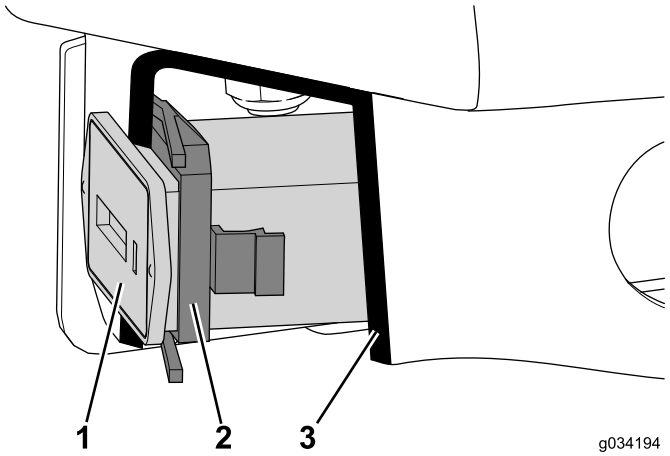

Figur 26
1. Tryck in timmätaren i hålet tills den sitter ordentligt i hållaren (Figur 26).